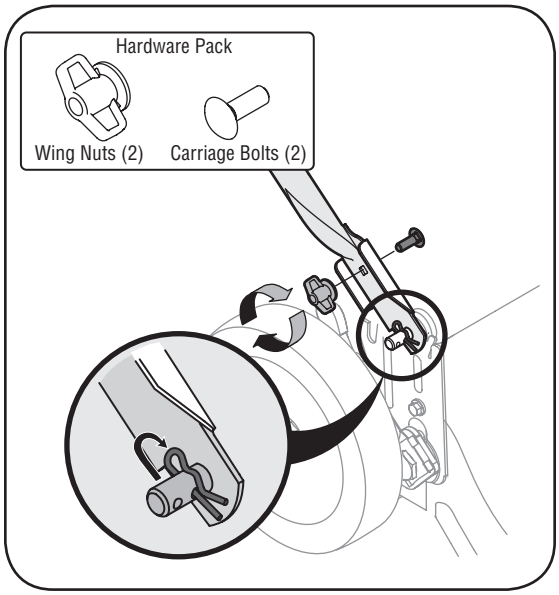

Figure 3-2
a. Remove hairpin clip from this hole. Using a pair of pliers, insert hairpin clip into the other hole on the weld pin. See Figure 3-2. Repeat on other side.